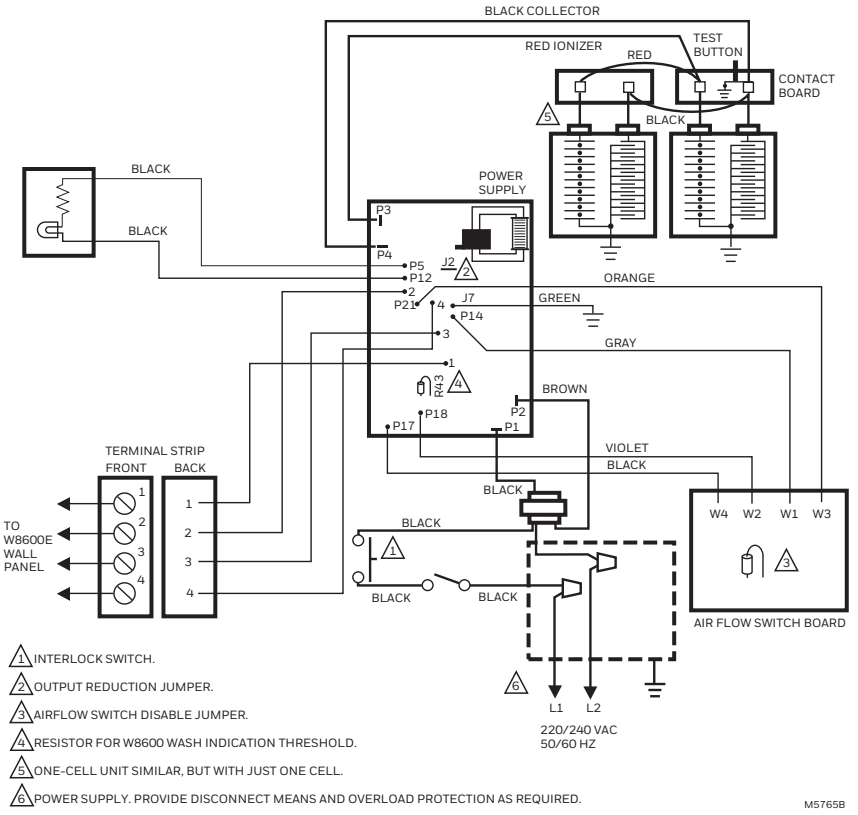

Fig. 3. Internal schematic for electronic air cleaner with 203365A Conversion Kit.
See Fig. 3 for internal schematic for the electronic air cleaner with conversion kit.
2. Wire the air cleaner directly to the line voltage using wire nuts. See Fig. 3. Secure ground connection to the green ground screw on the wiring compartment barrier.